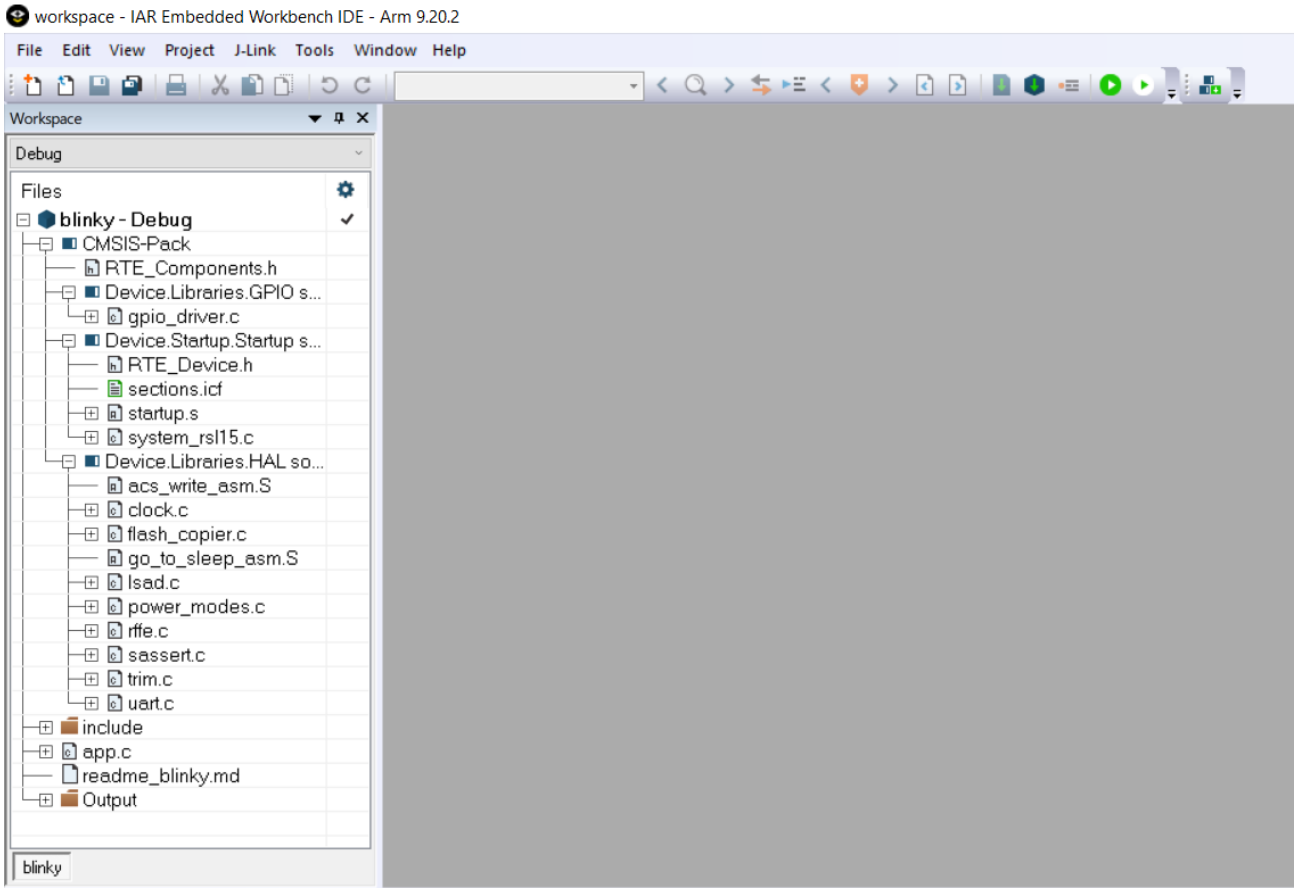
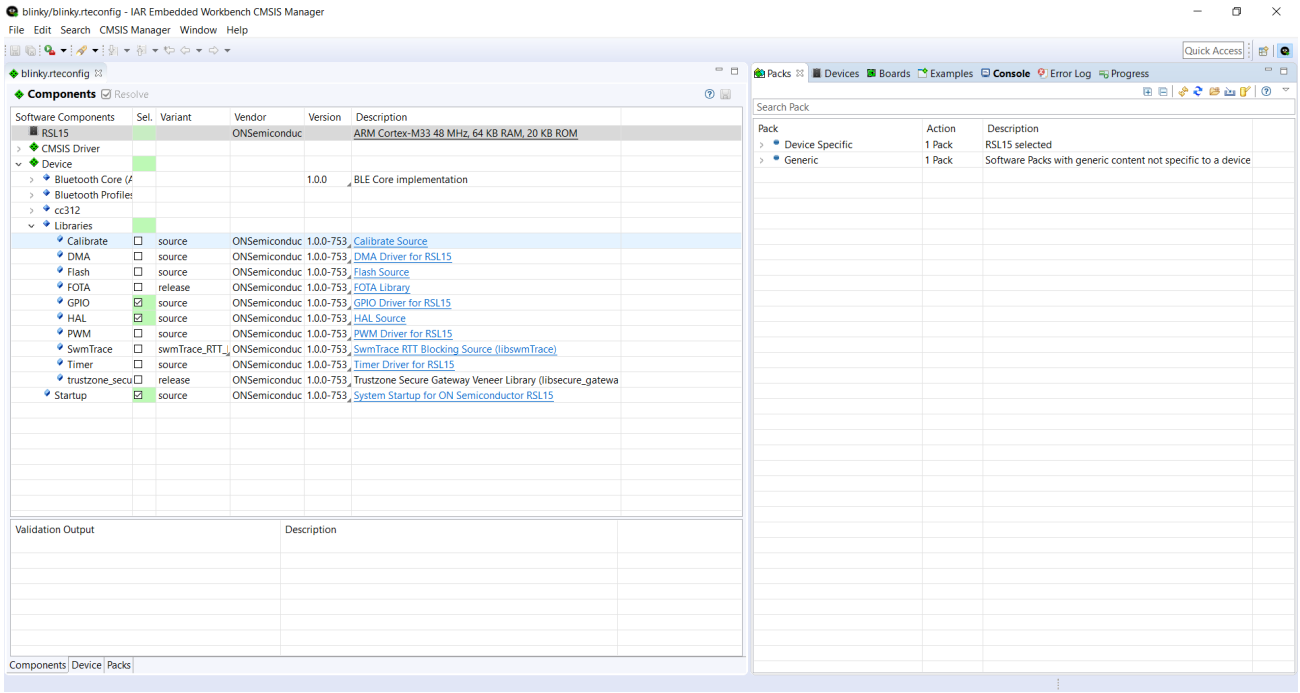

Figure 37. RTE Configuration for the Blinky Example Project in the IAR Embedded Workbench Window
Figure 38. RTE Configuration for the Blinky Example Project in the IAR Embedded Workbench CMSIS Manager Window
For the blinky sample, the Startup, HAL and GPIO components are preconfigured with the source variant, so the source code of these libraries is included directly (see the "RTE Configuration for the Blinky Example Project in the IAR Embedded Workbench CMSIS Manager Window" figure (Figure 38) and the "RTE Configuration for the Blinky Example Project in the IAR Embedded Workbench Window" figure (Figure 37)).
3. The application runs up to the first breakpoint in *main*. You can press F5 or click the Run icon (as shown in Figure 38) multiple times to step through the code and observe that the LED changes its state when the application executes the line `gpio->ToggleValue(SYSTICK_STATES_GPIO)`. To stop the debug session, press the Stop icon.